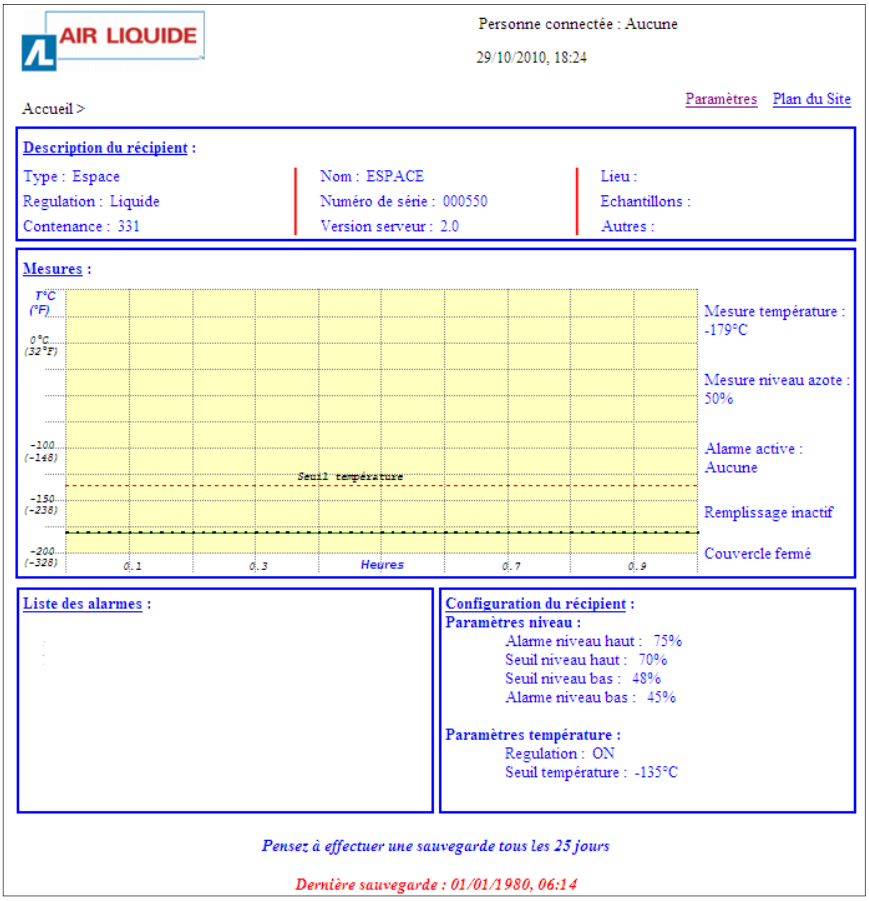

Figura 14-7: ventana Inicio del servidor web integrado.
2. Cuando en el navegador de Internet se muestre la página *Inicio* del servidor web integrado (véase Figura 14-7), hacer clic en *Parámetros*.